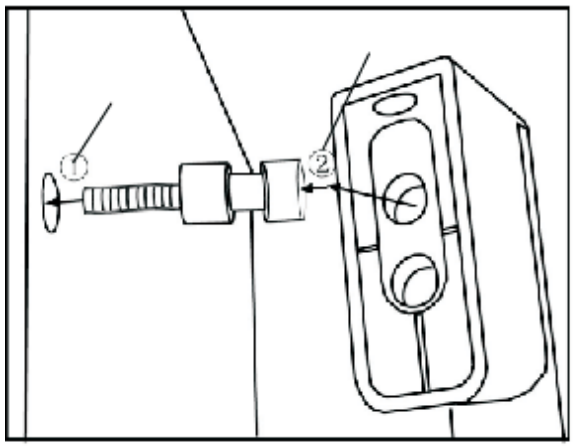

Abbildung 1
1) Setzen Sie die Halter in die vorbereiteten Löcher an der Tür des Kühlabteils, zwei Halter für eine Tür. Für diesen Schritt brauchen Sie einen Schraubenzieher. (Erster Schritt in Abbildung 1)
2) Drücken Sie den Griff mit der Öffnung gegen den Halter, bis er in der richtigen position sitzt. (Zweiter Schritt in Abbildung 1)
1) Setzen Sie die Halter in die vorbereiteten Löcher an der Tür des Gefrierabteils, zwei Halter für eine Tür. Für diesen Schritt brauchen Sie einen Schraubenzieher. (Erster Schritt in Abbildung 1)
2) Drücken Sie den Griff mit der Öffnung gegen den Halter, bis er in der richtigen Postion sitzt. (Zweiter Schritt in Abbildung 1)